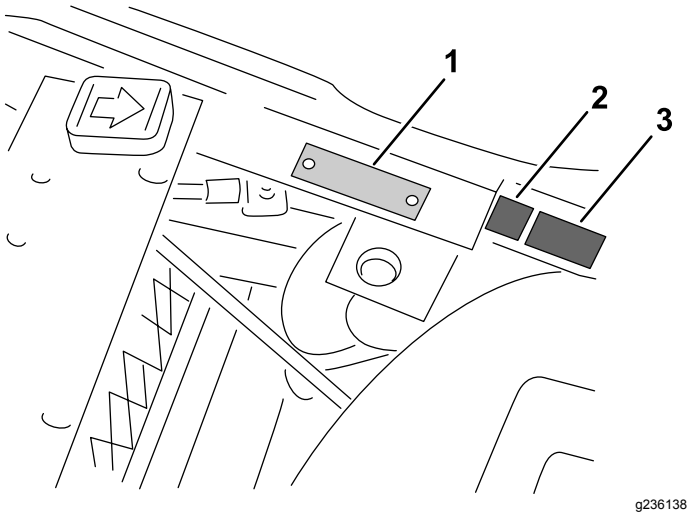

Figur 13
- Monter CE-merket og produksjonsårmerket i nærheten av serieplaten på fotstøtten (Figur 13).